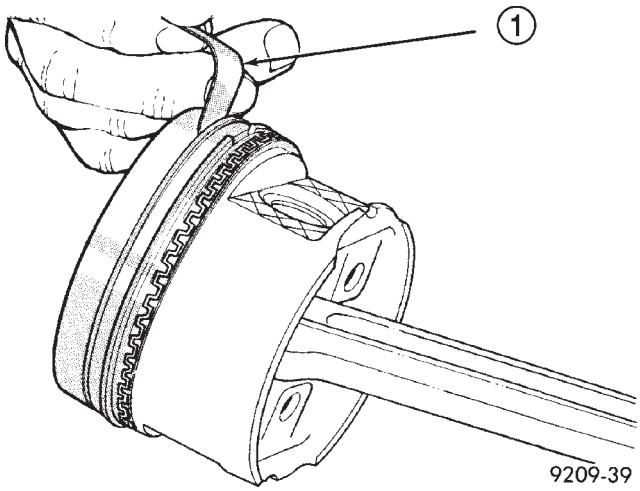

Abb. 6 Kolbenringspiel
(2) Kolbenring-Nutspiel prüfen (Abb. 6). Näheres zu den Sollwerten der Kolbenringe siehe “Sollwerte/Motor” in diesem Abschnitt.